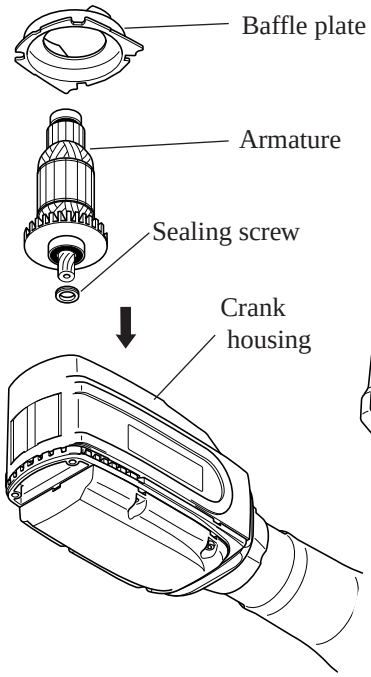

Fig. 7
(1) Make sure that sealing screw has been previously mounted to armature. Mount armature and then baffle plate to crank housing. See Fig. 7.